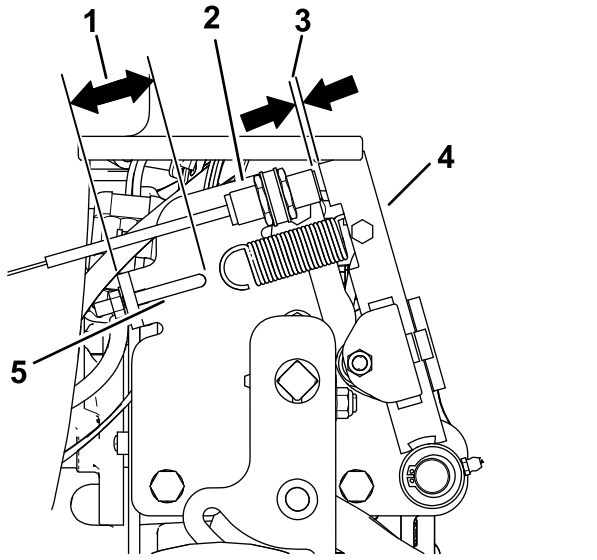

**Bild 7**
1. Stellen Sie die Spannung an der Feder ein, wie in Bild 7 abgebildet.
2. Stellen Sie den Neutralschalter ein, wie in Bild 7 abgebildet.